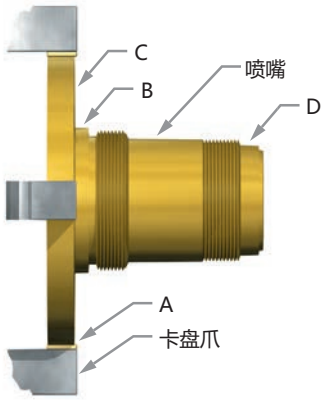

图 26: 夹爪中定位的喷嘴
1. 从阀门上拆下需要再加工的喷嘴 (2)。如果无法从基座 (1) 上拆下，就在基座内进行再加工。
2. 按如下步骤设置车床和喷嘴 (2)：
- 将喷嘴夹持在一个 4 爪独立卡盘（或夹头，如合适），卡爪和喷嘴之间放一块软材料，如铜或纤维（见图 26）。
- 调准喷嘴，使标记 B、C 和 D 的表面对准度在总指针读数上达 0.001" (0.025 mm)（见图 26）。